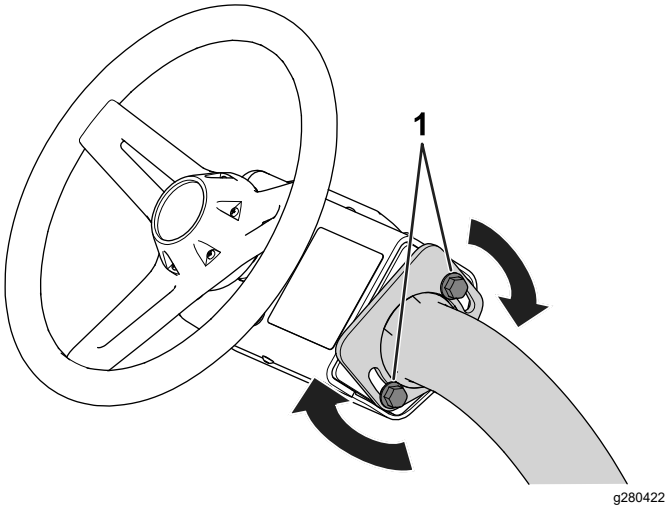

Figura 32
1. Desaperte os parafusos (Figura 32) que prendem o conjunto do volante ao braço da direção.
3. Aperte os parafusos (Figura 32) para prender o conjunto do volante na posição ajustada.